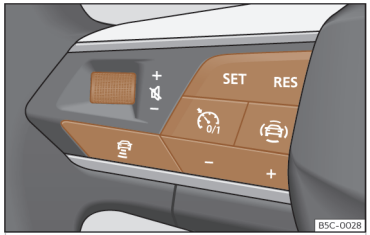

Fig. 131 En el volante multifunción: botones para manejar el ACC.
- Pulse la tecla del volante multifunción ››› fig. 131.
- Para comenzar la regulación presione la tecla **SET** ››› fig. 131.
Para programar la velocidad pulse los botones + o – ››› fig. 131 hasta la velocidad deseada. El ajuste de velocidad se realiza en intervalos de 10 km/h (5 mph).
- Pulse la tecla y, a continuación, la tecla + o – ››› fig. 131.
- Pulse brevemente la tecla ››› fig. 131 o pise el pedal del freno.